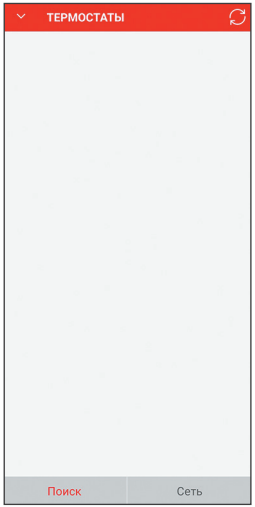

Рисунок 6
8.3.1. Запустите приложение *Valtec «Heat Control»*. После загрузки приложения появится окно «Термостаты». Нажмите кнопку «Сеть» для настройки WiFi-соединения *(рисунок 6)*.